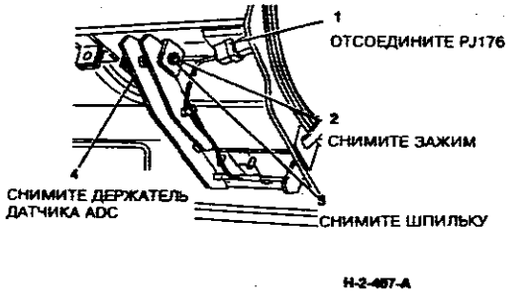

**Рисунок 1. Снятие держателя датчика ADC**
2. (Рисунок 1) Снимите держатель датчика ADC.